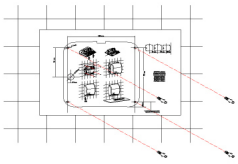

Bild Nr. 6
1. Mithilfe der beiliegenden Schablone 4 Löcher von jeweils Ø 8 mm (Ø 0,31") bohren. Den Bohrstaub ausblasen und die 4 mitgelieferten Dübel bündig einsetzen (siehe Bild Nr. 6).